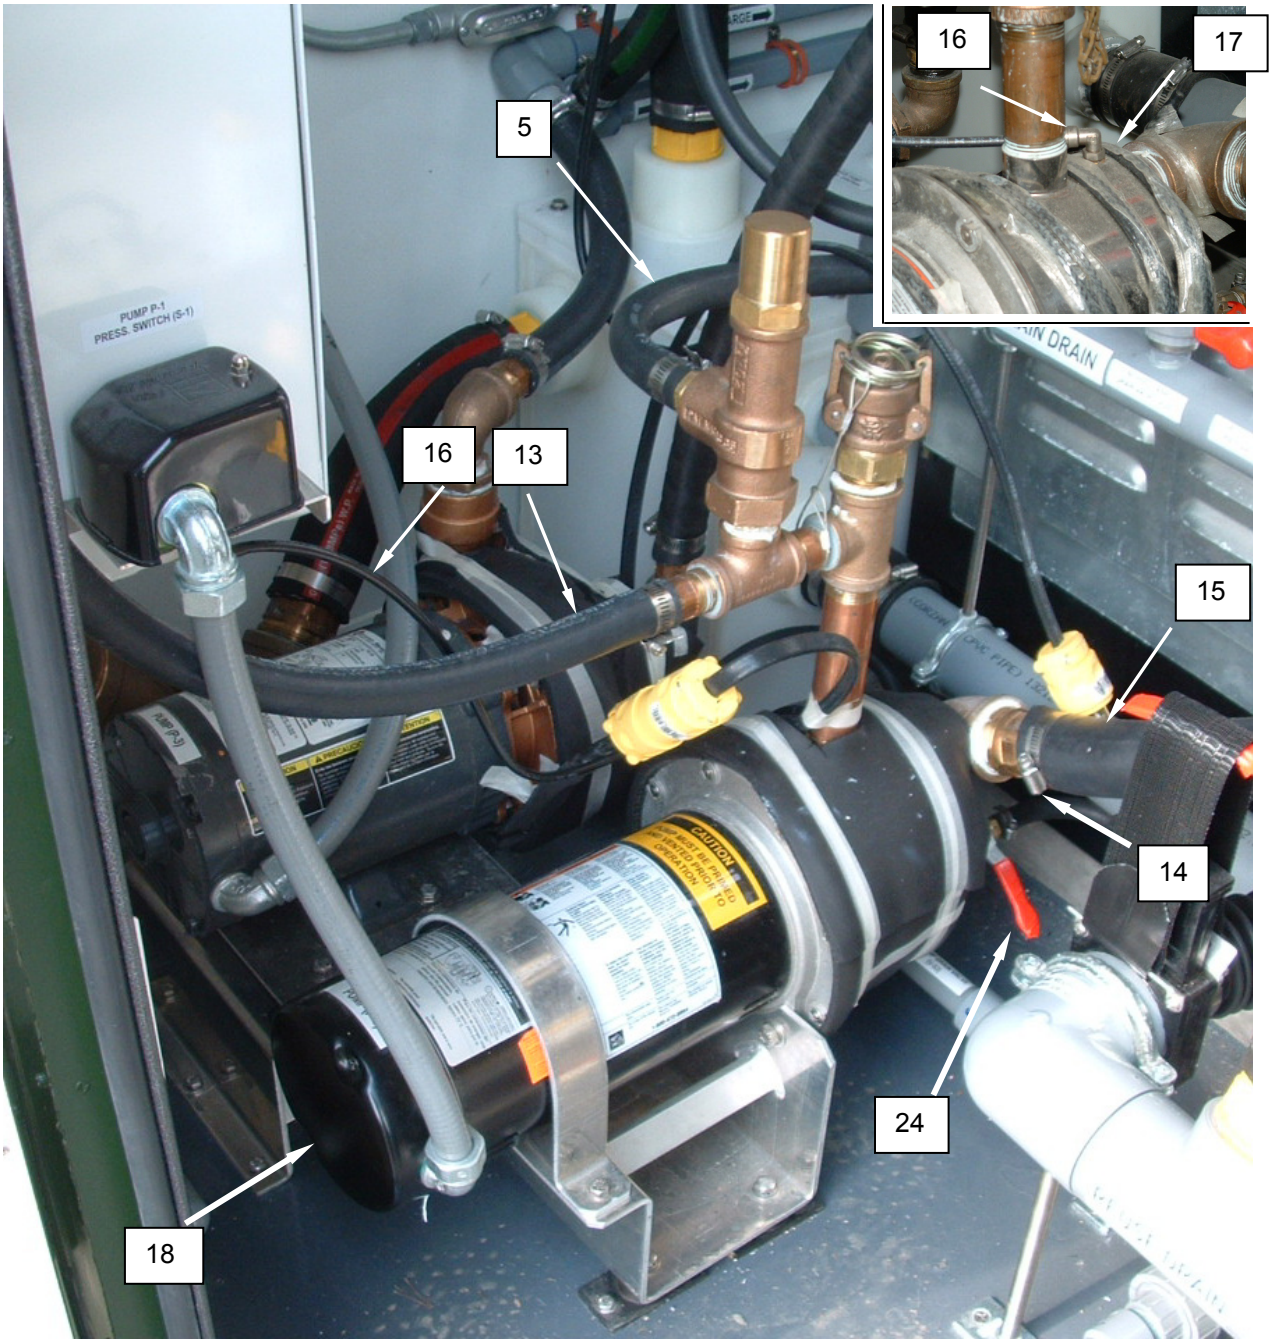

Figure 8. Replace the Pump Impellor.
2. Open P-1 pump drain valve **(Figure 8, Item 24)** and allow pump to drain
4. Loosen hose clamp retaining discharge hose **(Figure 8, Item 13)**, and remove hose.
5. Loosen hose clamp retaining pressure relief valve hose **(Figure 8, Item 5)**, and remove hose.
6. Loosen hose clamp retaining drain hose **(Figure 8, Item 14)**, and remove hose.
7. Loosen hose clamp retaining pump suction hose **(Figure 8, Item 15)**, and remove hose.
8. Loosen compression nut retaining pressure switch tubing **(Figure 8, Item 16)** to pump casing **(Figure 8, Item 17)**, and remove tubing.
9. Remove the screws retaining the pump end cover **(Figure 8, Item 18)**, and remove the pump end cover.